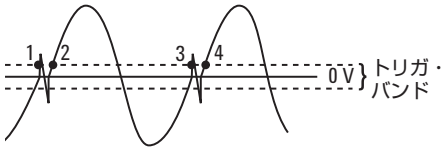

図5. トリガ・バンドの設定が狭すぎるため、2つの小さいピーク（この場合はスプリアス信号）が、ポイント1とポイント3で不要なトリガを生成しています
- 高品質のカウンタを使用すると、このバンドを調整して、不要なトリガを最小限に抑えることができます。図5に、測定で問題を引き起こしているノイズのある信号を示します。トリガ・バンドがかなり狭いので、不要なノイズ（ポイント1および3）と実際の信号（ポイント2および4）の両方でカウンタがトリガします。実際には2サイクルの信号が、4サイクルとカウントされています。